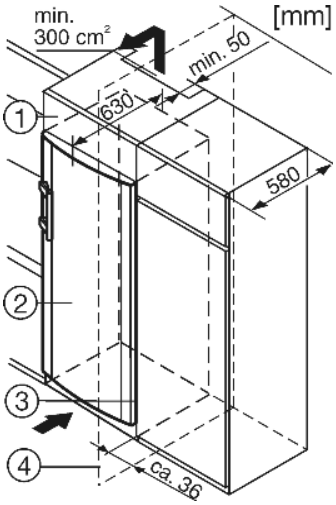

Fig. 8
(1) Nástavná skříňka
(2) Přístroj
(3) Kuchyňská skříň
(4) Stěna
Zařízení lze zabudovat do vybavení kuchyně. K vyrovnání přístroje *Fig. 8 (2)* na výšku kuchyňské linky lze na přístroj nasadit odpovídající nástavec *Fig. 8 (1)*.
Při montáži do normalizovaných kuchyňských skříní (hloubka max. 580 mm) lze přístroj instalovat hned vedle kuchyňské skříně *Fig. 8 (3)*. Dvířka přístroje přesahují přední stěnu kuchyňské skříně po stranách o 34 mm a uprostřed o 50 mm. To umožňuje jejich volné otevírání a zavírání.
Když se přístroj instaluje závěsy vedle stěny *Fig. 8 (4)*, musí být vzdálenost přístroje od stěny alespoň 36 mm. To odpovídá přesahu madla při otevřených dveřích.